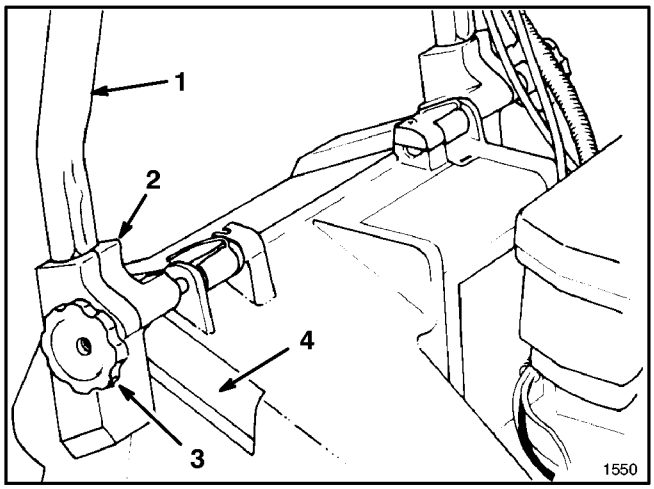
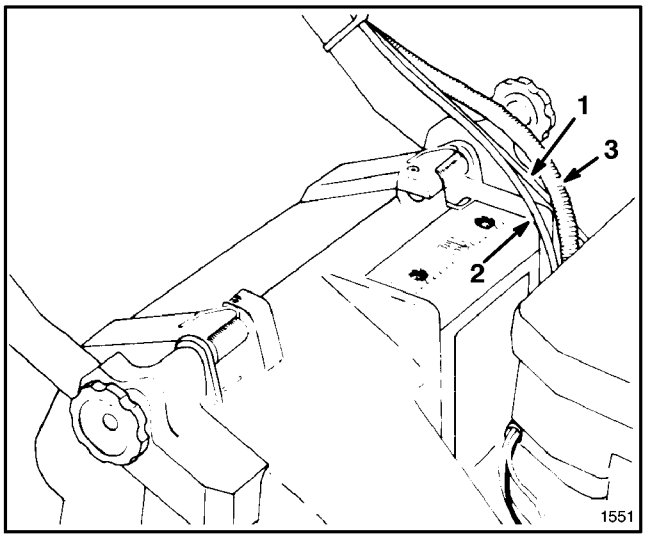

**Abbildung 1**
**Abbildung 2**
**1.** MONTAGE—Drehknöpfe auf der Gestängehalterung lockern (Abb. 1).
**3.** Die Enden der Griffstange in die Löcher der Gestängehalterung schieben bis sie sicher gehalten werden (Abb.1). Sicherstellen, daß die Gaszug-, das Elektrostart- und das Antriebskabel an der Gestängehalterung links oben sind (Abb. 2).
**4.** Den Griff un die Gestängehalterungen nach hinten schwenken bis die Rastklinken sicher in den Gehäuserasten gehalten werden (Abb. 2).